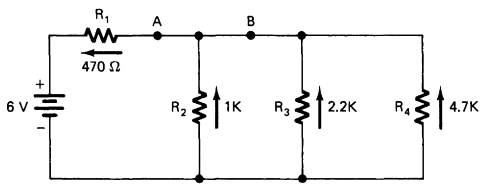

FIGURE 3-8A Circuit application of Kirchhoff's current law.
1. Calculate the values of total current (I_{R1}) and the currents through each of the resistors (I_{R2}, I_{R3}, I_{R4}) for the circuit shown in Fig. 3-8A:
2. Construct the circuit of Fig. 3-8A. Adjust the power supply to 10 V. Measure each of the following currents with a meter: I_{R1} = _____ mA;